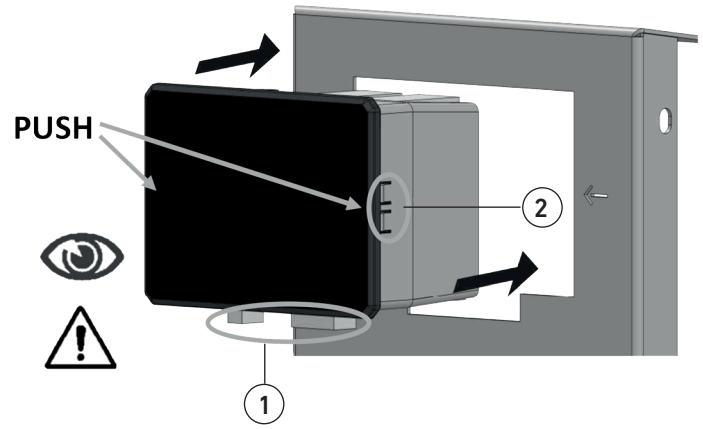

fig. 23
- Eseguire un corretto collegamento del dispositivo (NON invertire i connettori, rispettare i collegamenti dati dal costruttore) e prestare attenzione al verso che la centralina deve avere per entrare in sede (fig. 23 part.1);
- Per l'inserimento del componente in sede premere sui bordi laterali della centralina in prossimità delle frecce, come indicato in fig. 23. Quando il componente sarà arrivato a battuta i denti laterali (fig. 23 part.2) emetteranno un 'click' che indica il corretto ancoraggio alla lamiera.